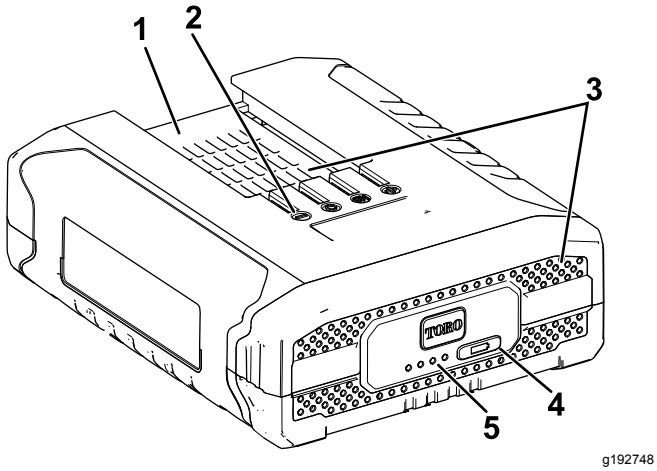

Figura 7
3. Allineate la cavità nel pacco batteria (Figura 7) con la linguetta sul caricabatterie.